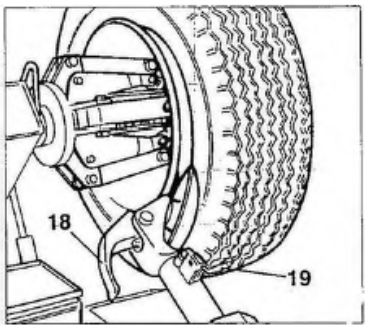

Рис. 19
7) Посредством использования нижней ручки управления (15, рис. 12) наклоните рычаг в нерабочее положение; переместите и зафиксируйте его во внутреннем положении (рис. 19).
Во время отсоединения борта зажим (18, рис. 19) можно опустить, чтобы он не мешал.